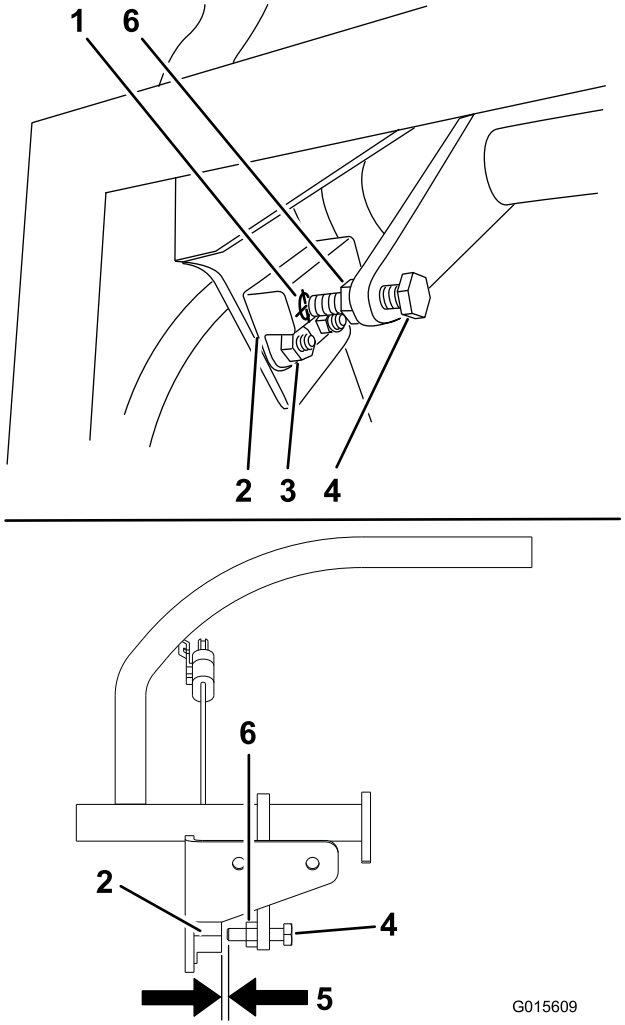

Figur 57
1. Kontroller, at bolten, der er monteret på bevægelseshåndtaget, er rettet ind efter nærhedsafbrydermålet (Figur 57).
2. Om nødvendigt kan du løsne boltene og justere nærhedsafbryderen, indtil målet er rettet ind efter bolten, der er monteret på bevægelseshåndtaget (Figur 57).
3. Kontroller afstanden fra bolten til nærhedsafbryderen. Den skal være mellem 0,51 og 1,02 mm som vist i Figur 57.
5. Stram kontramøtrikken, når du har justeret bolten (Figur 57).